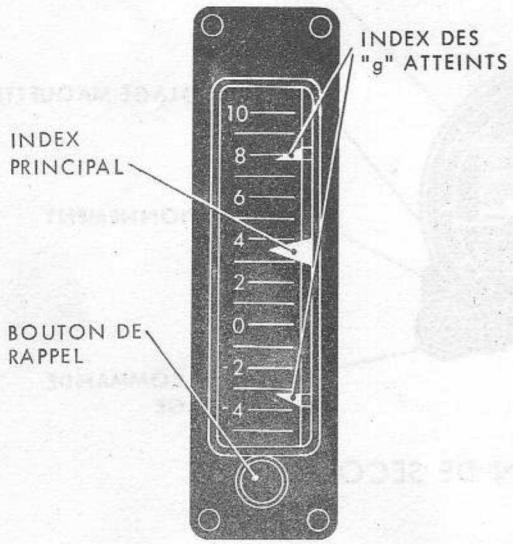

FIGURE 21
9.4.2.4 - Accéléromètre (Fig. 21)